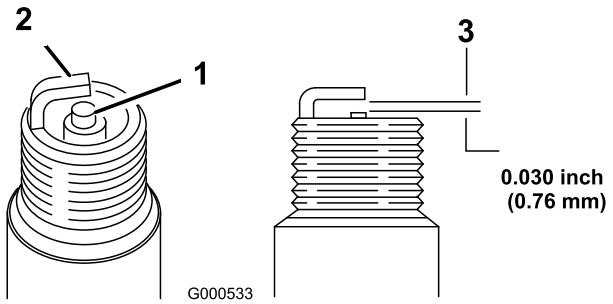

Rysunek 32
5. Ustaw przerwę na świecy na 0,76 mm; patrz Rysunek 32.